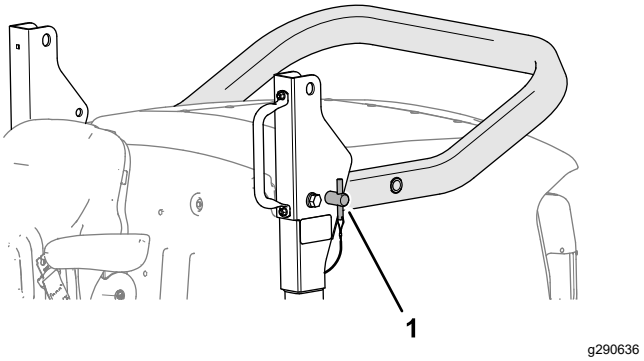

Figur 22
2. Fjern veltebøyleboltene fra svingbrakettene (Figur 22).